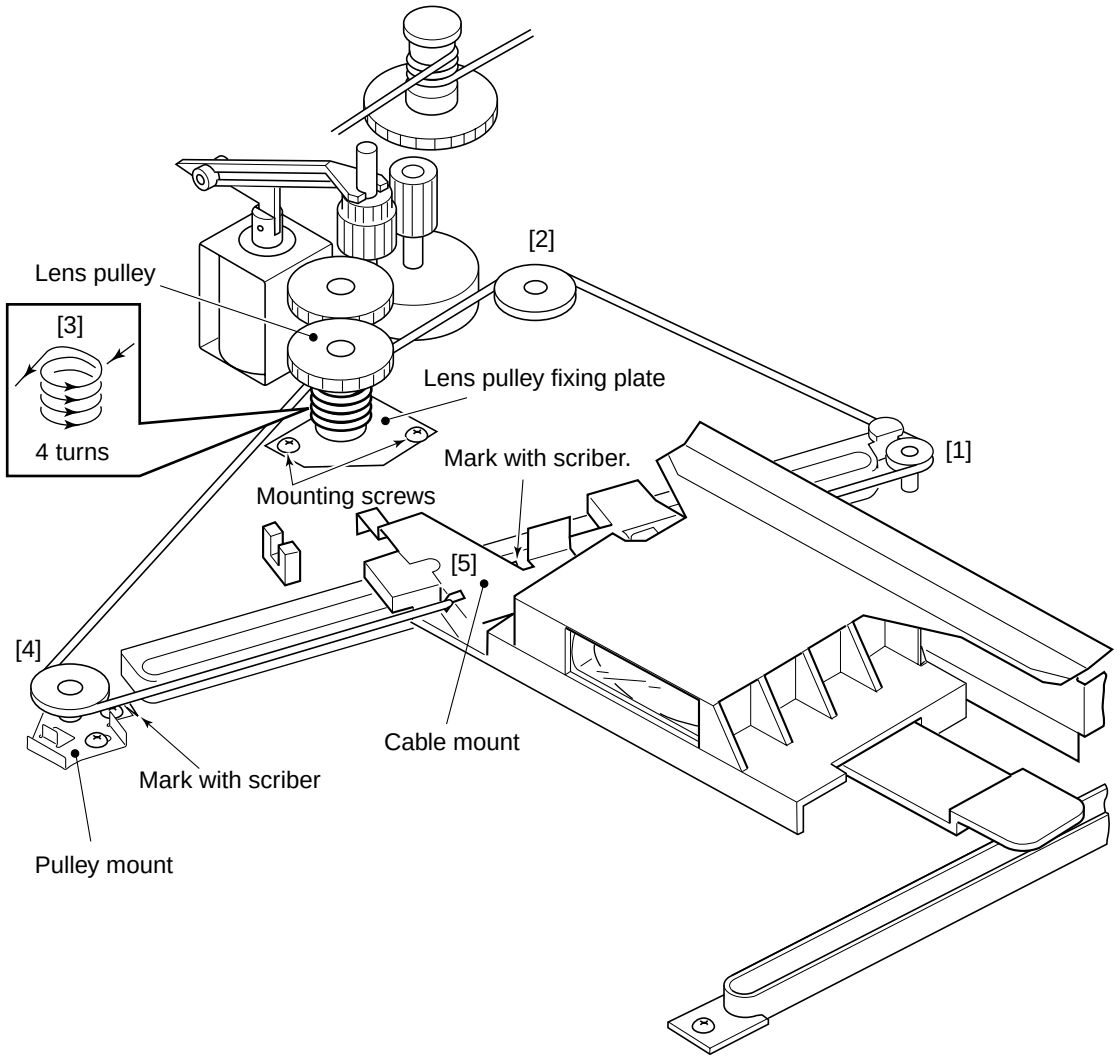

Figure 10-206
1) Unscrew the two screws used to hold the lens pulley fixing plate, and remove the lens pulley. (See Figure 10-206.)
2) Wind the lens wire around the lens pulley as shown in Figure 10-206, and fix it with the two fixing screws.